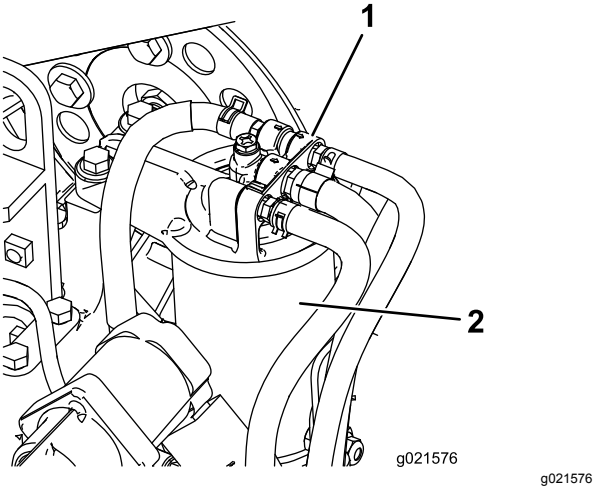

Figur 64
1. Rengør området omkring brændstoffilterhovedet (Figur 64).
2. Afmonter filteret, og rengør filterhovedets monteringsflade (Figur 64).